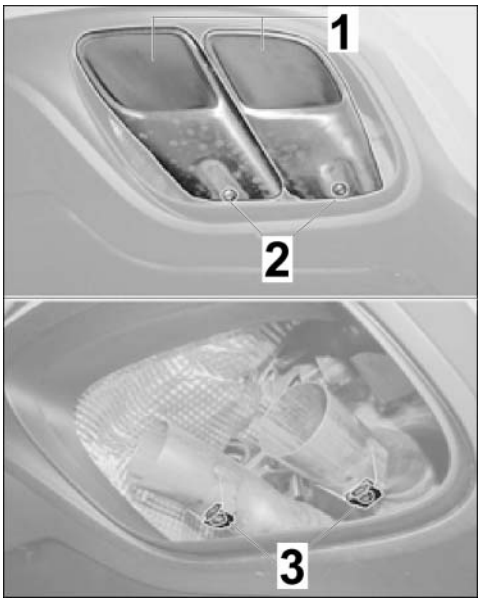

Figure 24 (Panamera Turbo)
3.2 Remove standard tailpipes (⇒ *Figure 24 (Panamera Turbo)*). ⇒ *Workshop Manual '263519 Removing and installing tailpipe cover'*